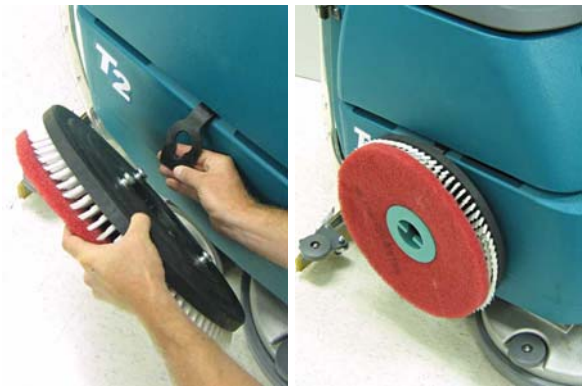

AFB. 13
7. Verwijder bij vervoer of opslag van de machine de borstel en hang de borstel aan de opbergriem (afbeelding 13).